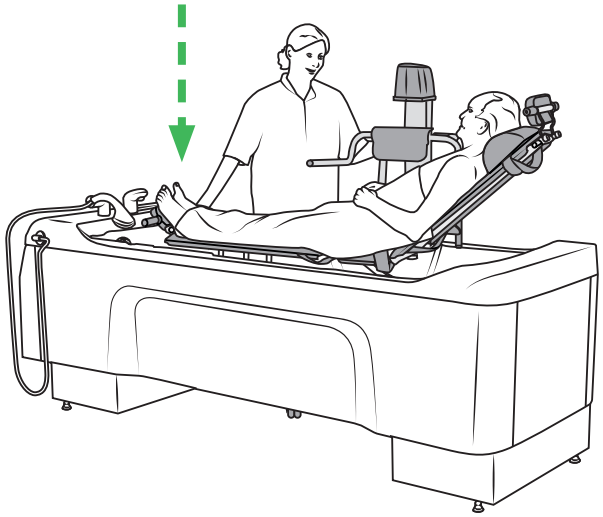

Abbildung 43
9. Den Badeliegelifter auf eine ergonomisch korrekte Arbeitshöhe einstellen. Siehe Abbildung 43.